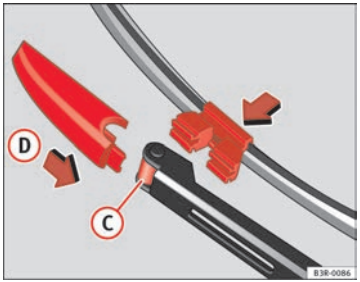

Fig. 175 Fitting the wiper blade
– Fit the new wiper blade into the mounting on the wiper arm ⇒ fig. 175 (C).
– Slide the retainer catch on the wiper blade in direction (D) so that it clicks into place on the wiper arm.